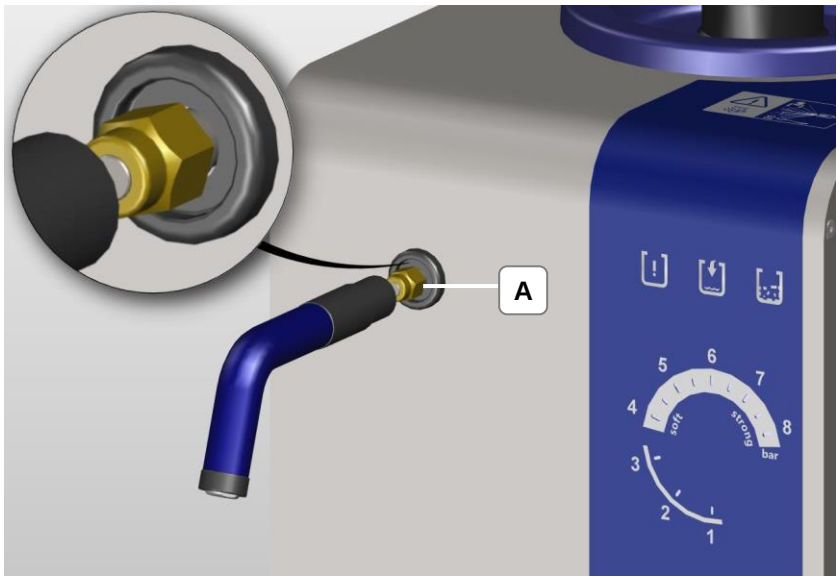

Afbeelding 4.2.1: Aansluiting moer met blinde stop
1. Verwijder de blinde stop door de moer (A) met een gaffelsleutel SW 12 mm (afbeelding 4.2.1) los te schroeven.